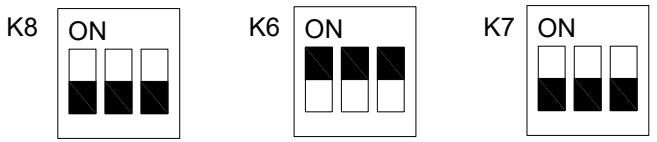
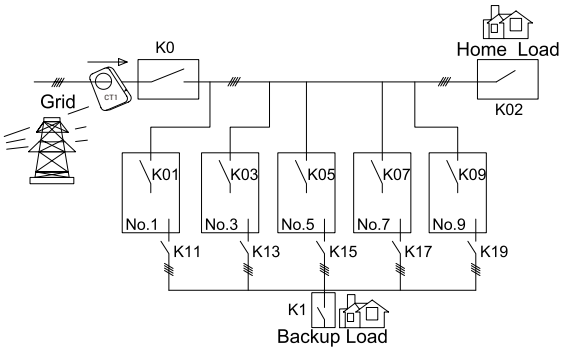

Figure 4.1 Schematic Diagram of DIP Terminal Set to ON
Figure 4.4 Connection Diagram of Five Inverters
In standalone operation mode, the K6 DIP switch on the external interface board inside the device should be set to ON (open), as shown in Figure 4.1. Meanwhile, the K7 and K8 DIP switches should remain in the OFF (closed) position.
In parallel mode, set the K6, K7, and K8 DIP switches on the external interface board of the first and last units as shown in Figure 4.1: K6 to ON, K7 and K8 to OFF. For example, in a five-unit grid-tied parallel system (Figure 4.4), set K6 ON for units 1# and 9#, but not for unit 3#,5#,7#.
See Figure 4.4 for the connection diagram of five inverters (No.1, 3, 5,7,9).K0 refers to the main grid circuit breaker; K11, K13, K15,K17,K19 are load circuit breakers; K1 is the main load circuit breaker, and K02 is the household load circuit breaker. Each inverter is equipped with its own grid circuit breaker: K01, K03, K05,K07,K09 respectively.
a) Check whether the cable connection is correct as shown in Figure 4.4 (for BMS connection, CT or ammeter connection, battery connection, and ground cable connection, refer to the previous chapter.) Check whether the positive and negative batteries are consistent.